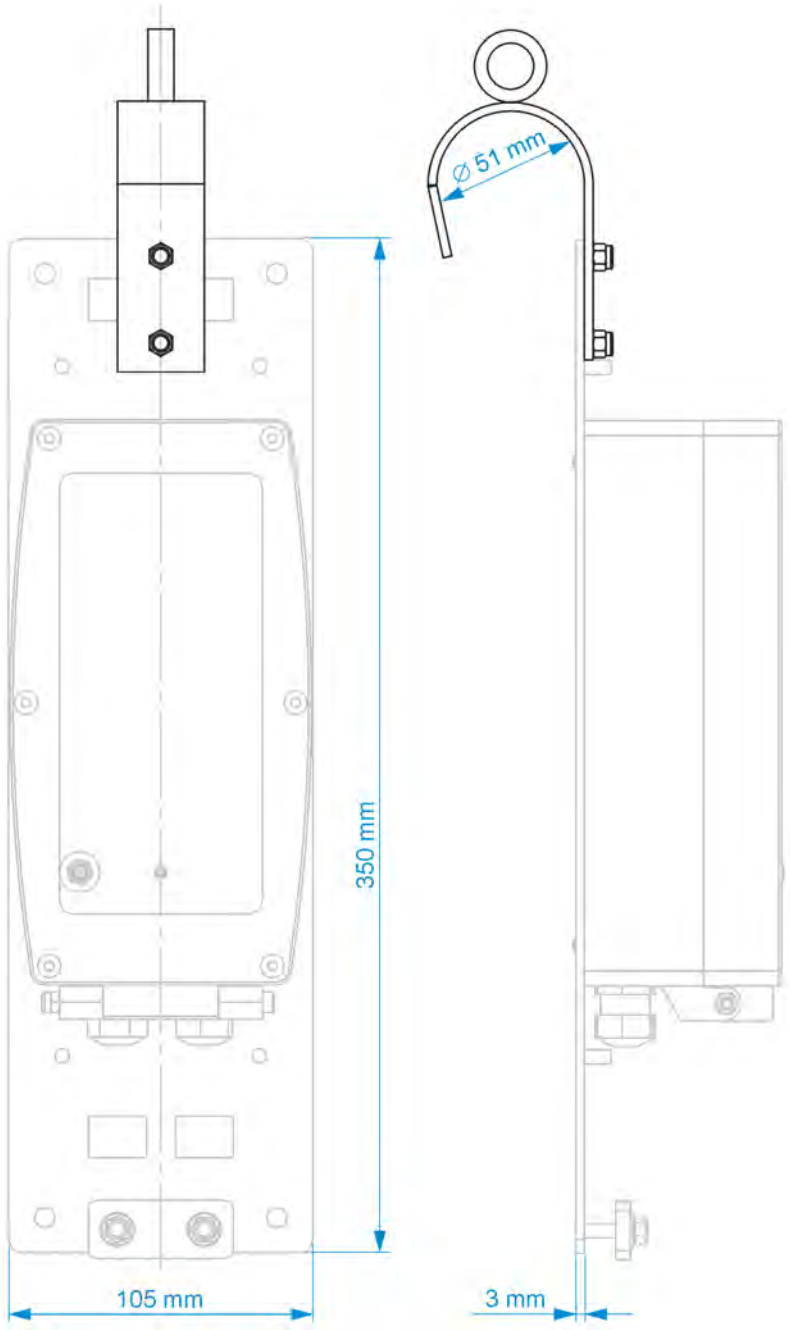

Fig. 24-3 Fixation à l'échelon par étrier
- Paroi arrière du boîtier montée sur la plaque de montage *ZMS0 176* (épaisseur 3 mm) avec étrier pour accrochage à l'échelon dans un regard (voir Fig. 24-3)
5. Visser le boîtier sur le mur ou fixer l'enregistreur de données sur la plaque de montage (le cas échéant, également l'étrier ; Fig. 24-3).